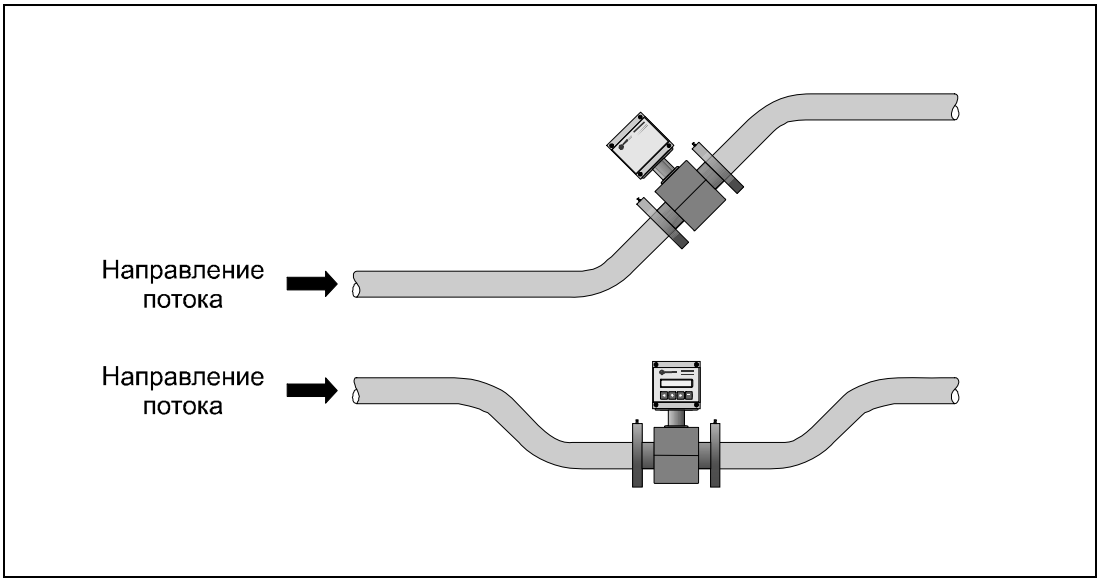

Рисунок 7 — Рекомендуемое размещение датчиков расхода на горизонтальном трубопроводе
2.2.2.10 В случае горизонтальной установки рекомендуется размещать датчик расхода в наиболее низкой или наклонной части трубопровода (рисунок 7), где проточная часть датчика расхода будет полностью заполнена жидкостью с наибольшей вероятностью.